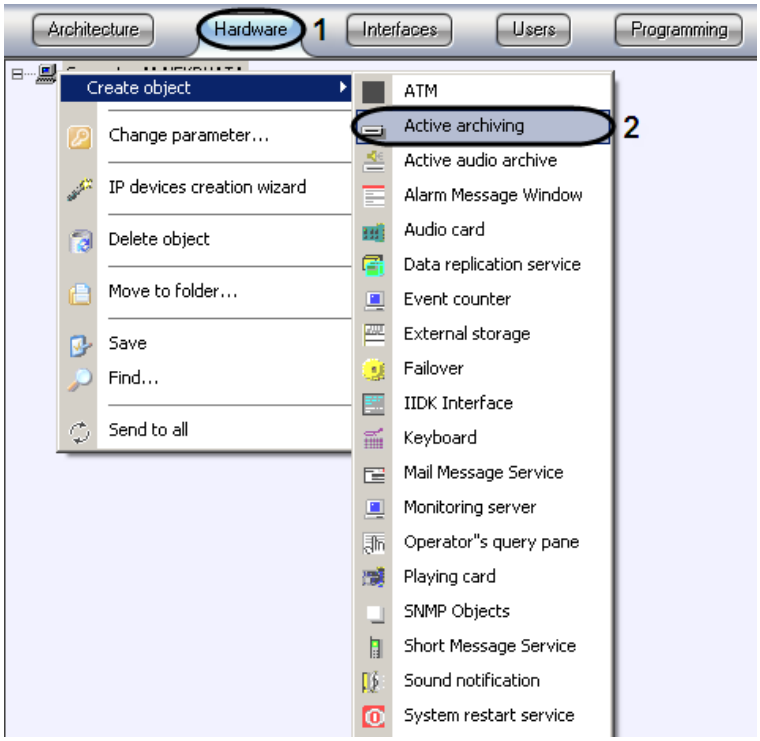

Figure 8.14-1. Creating the “Active Archiving” object
1. Select the required computer object on the “Hardware” tab of “System settings” dialog box (Figure 8.14-1, 1).
2. Click right mouse button upon the selected “Computer” object and select “Create object” ⇨ “Active Archiving” in the context menu (Figure 8.14-1, 2).